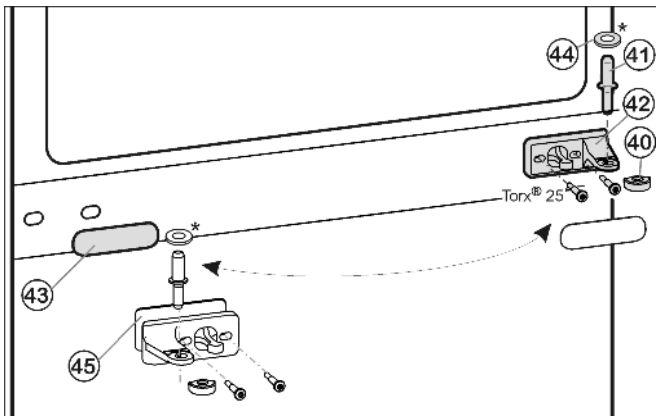

Fig. 13
- ▶ Draw the middle bearing pin *Fig. 13 (41)* out of the turn hinge and lower door.
- ▶ Draw the middle bearing pin *Fig. 13 (41)* together with the washer *Fig. 13 (44)* out of the turn hinge and lower door.
- ▶ Remove the plastic cap *Fig. 13 (40)*.
- ▶ Unscrew the middle turn hinge (2x Torx® 25). *Fig. 13 (42)*
- ▶ Carefully detach the cover panel *Fig. 13 (43)*.
- ▶ Turn the middle turn hinge *Fig. 13 (42)* with thewasher *Fig. 13 (45)* through 180° and screw it **firmly** into place on the new hinge side **(with 4 Nm)**.
- ▶ Turn the cover panel *Fig. 13 (43)* through 180° and snap it into place again on the new handle side.
- ▶ Place the plastic cap *Fig. 13 (40)* back on the middle turn hinge *Fig. 13 (42)*
- ▶ Pass the middle bearing pin *Fig. 13 (41)* through the middle turn hinge *Fig. 13 (42)* into the lower door.
- ▶ Attach the washer *Fig. 13 (44)* to the middle bearing pin *Fig. 13 (41)*.
▶ Place the upper door on the middle bearing pin *Fig. 13 (41)*, close the door and attach the upper turn hinge *Fig. 10 (23)* so that it engages in the upper side of the appliance.